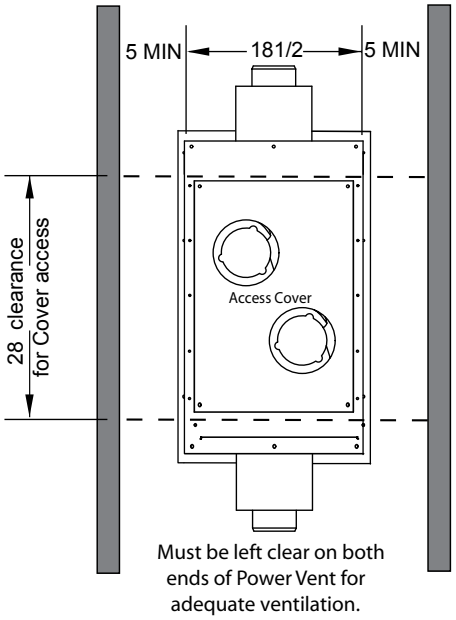

Figure 9a. ***LDVPV58*** *Power Vent framing dimensions.*
1. The linear power vent can be installed to existing stud construction or directly to cement wall or roof. The **LDVPV58** must maintain the clearance to combustibles as shown in ***Figure 9a***. The required service access panel must be framed at 28" X 18". To enclose the service access panel, (at less than 2") a minimum 30% free air must be supplied at all times.